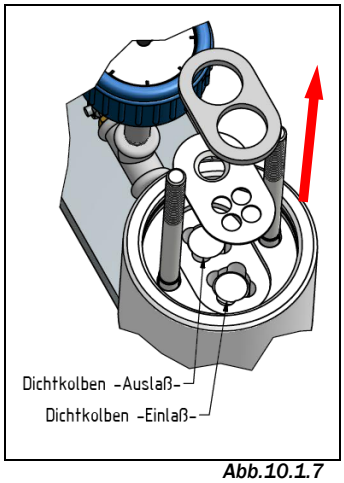

Abb.10.1.7
9. ***(Abb.10.1.7)*** Um die beiden Dichtkolben zu kontrollieren oder diese zu ersetzen, ist der Distanzhalter Pos.9 sowie das Dichtungsblech Pos.8 zu entnehmen.